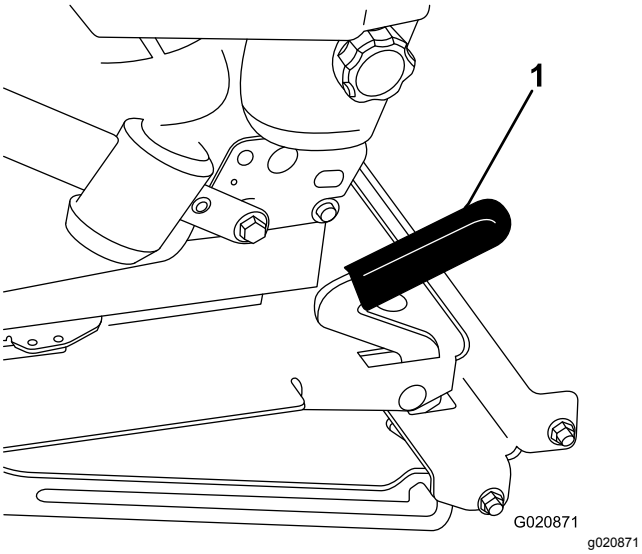

**Bild 16**
2. Ziehen Sie den Sitzriegel nach vorne und oben, um den Sitz zu entriegeln (Bild 16).